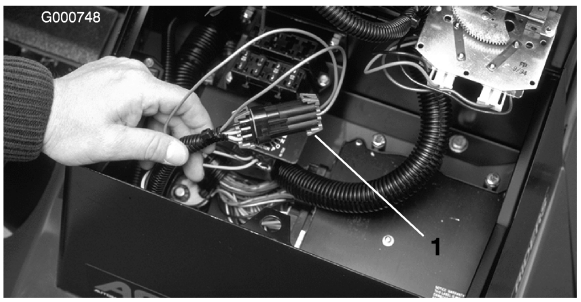

Figuur 26
2. Open de kap van het bedieningspaneel. Gaan naar de connector van de kabelboom en de kringloopstekker. Trek de kringloopstekker voorzichtig uit de connector van de kabelboom (Figuur 26).